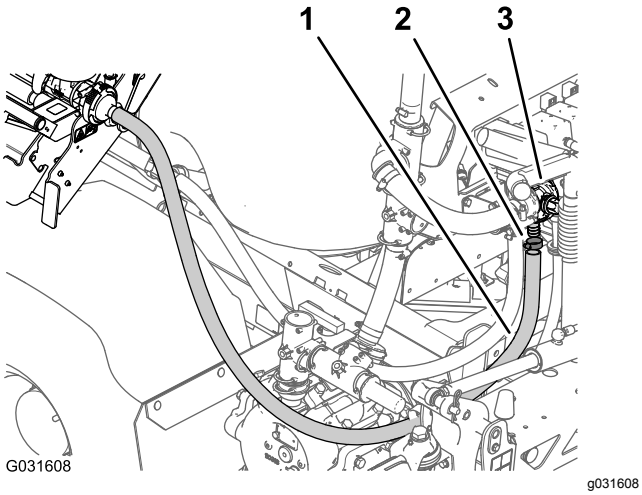

Figur 36
7. Fjern slangeklemmen som fester eduktorforsyningsslangen til koblingen med mothaker på eduktorkontrollventilen (Figur 36).
8. Fjern slangen fra eduktorkontrollventilen (Figur 36).